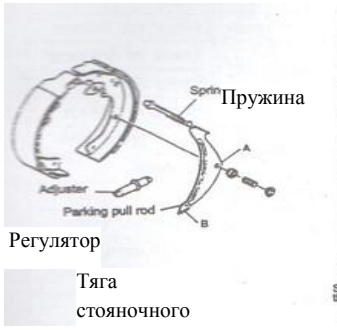

Рис. 17
4. Саморегулятор зазора (рис. 17)